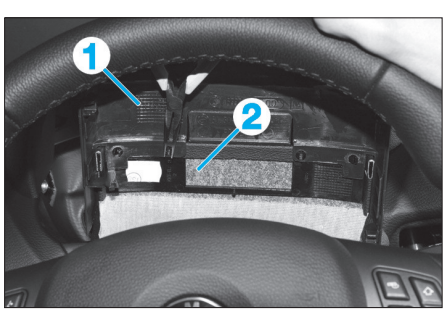

Fig. 6
• Basculer l'habillage supérieur (1) de la colonne de direction vers l'avant **(Fig.6)**.
• A l'aide d'une pince, dégrafer le couvre joint (2) et déposer l'habillage supérieur de la colonne de direction.